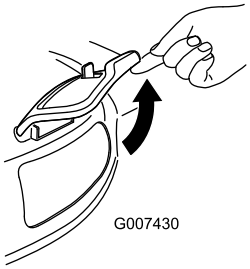

Figur 34
2. Løft opp sideutslippsluken (Figur 34).